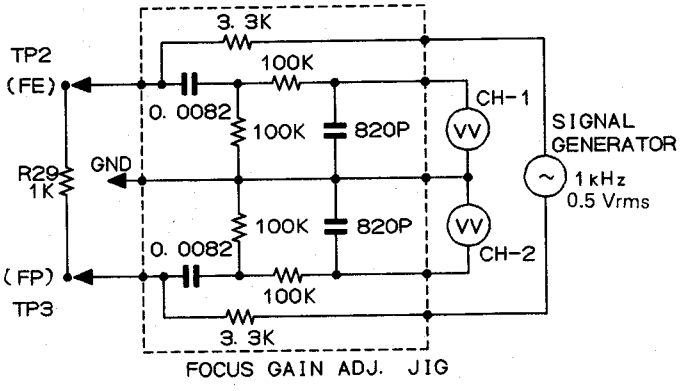

Figure 38-3
*2: Apply sine wave (Oscillation Frequency 1.0 kHz, 0.5 Vrms) as shown in Figure 38-3.
＊2: Eine Sinuswelle wie in Abbildung 38-3 dargestellt zuleiten (Schwingungsfrequenz 1,0 kHz, 0,5 Veff).
＊2: Appliquer une onde sinusoïdale (fréquence d'oscillation 1,0 kHz, 0,5 Vrms) comme indiqué dans la figure 38-3.